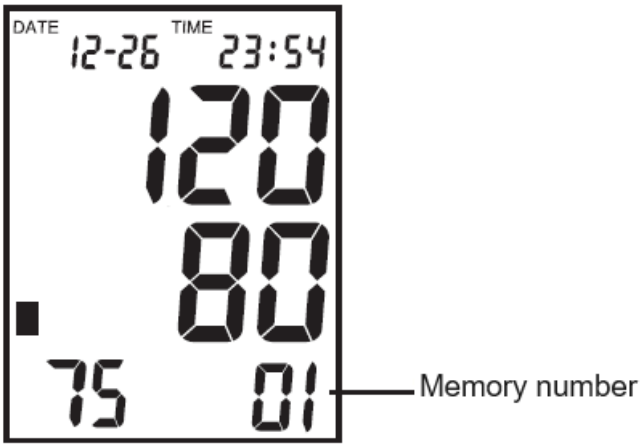

Figure 3.4.1-1
2) Press the “MEMORY”button, LCD will show how many results it has, and then the latest result will be displayed, which is 01 for memory number. See **Figure 3.4.1-1.** Continuously press the “MEMORY” button; the memory number will increase by one.